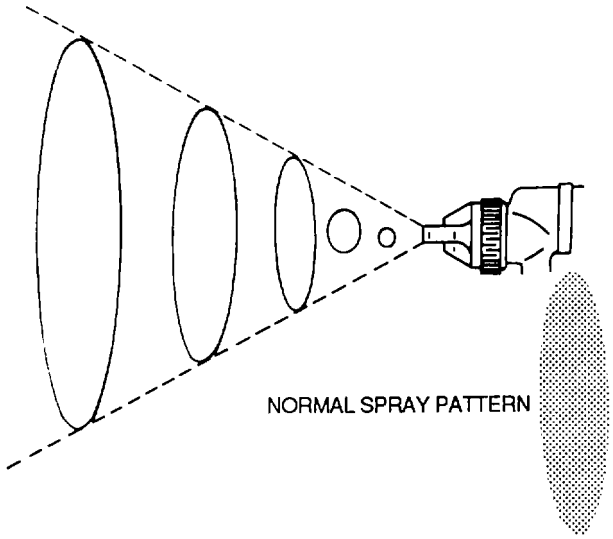
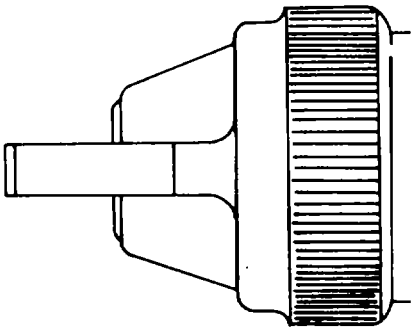
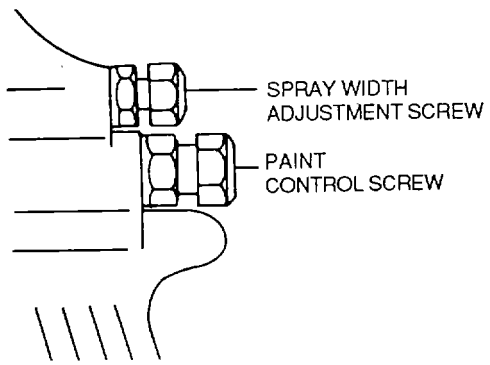

Figure 5-2. Spray Pattern
Figure 5-3. Nozzle Position to Produce Vertical Fan
Figure 5-4. Adjustment of Spray Pattern
(1) Setting the spray pattern. The spray pattern is variable from round to a vertical, flat, oval pattern, with all patterns in between, as shown in figure 5-2. The vertical fan-shaped pattern gives maximum coverage as the gun is moved back and forth parallel to the surface being painted. The fan is vertical because the wings on the nozzle are horizontal, as shown in figure 5-3. To adjust the spray pattern from circular to fan, proceed as follows (see figure 5-4):